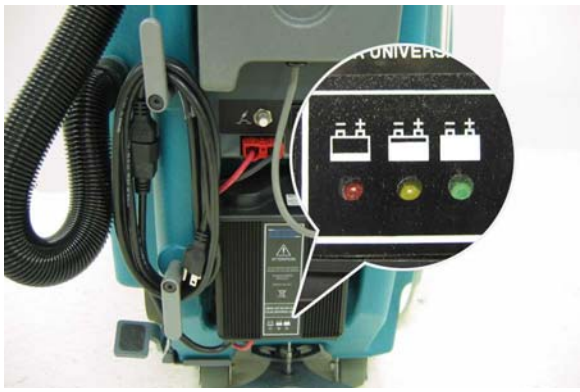

FIG. 33
6. Once the charging cycle begins, the indicator lights will progress from red, yellow to green (Figure 33). When the green indicator light comes on, the charging cycle is done. Unplug the charger cord.